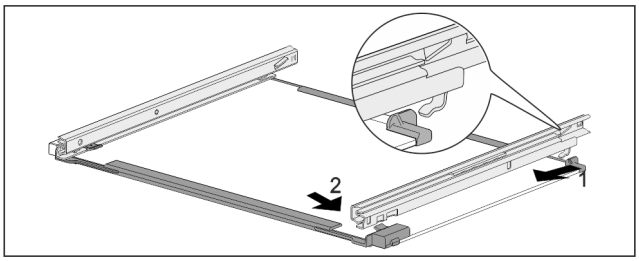

Fig. 160 Stikla plaukts ar sliedēm
▶ Ieāķējiet sliedi aizmugurē. *Fig. 160 (1)*
▶ Nofiksējiet sliedi priekšā. *Fig. 160 (2)*